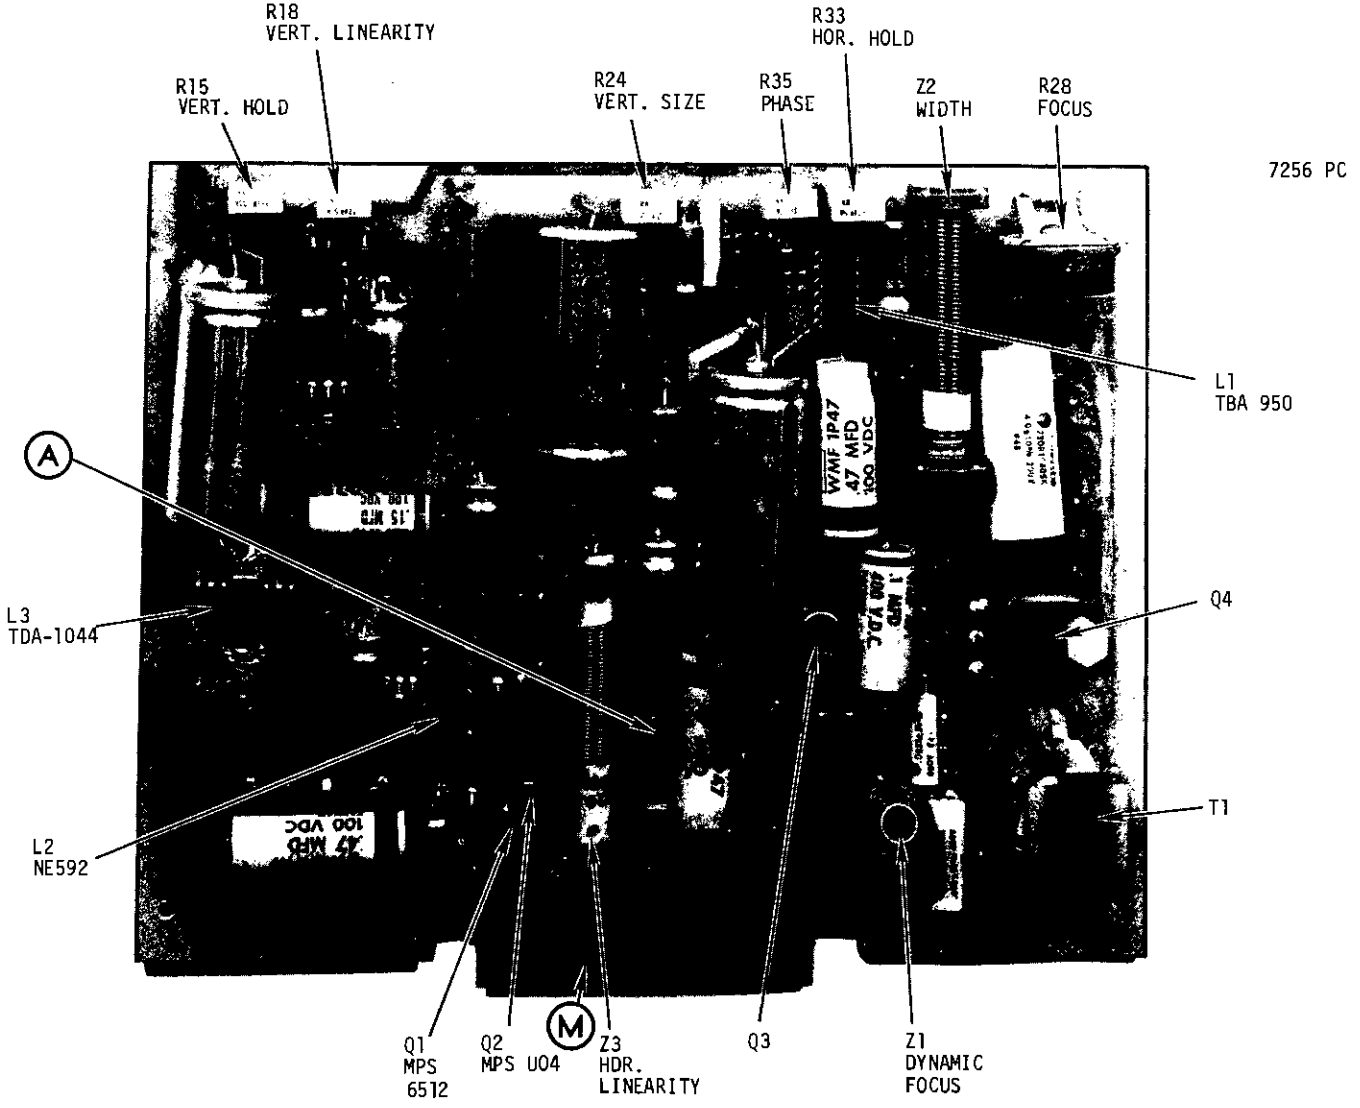

FIGURE 7-5 WANG VIDEO DISPLAY BOARD
1. Connect a digital voltmeter to the +12V test point (Point A in Figures 7-5 or 7-6; reference chassis ground).
4. Connect an oscilloscope to pin M (Point M in Figure 7-5). Adjust the Dynamic Focus coil (Z1) for an amplitude of 300V p-p as observed on the oscilloscope. Disconnect the oscilloscope.